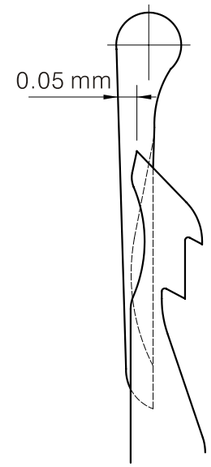

Fig. 27
(1) Cuando la aguja esta en el punto muerto superior, y el bucleador esta en el punto muerto frontal, La posición izquierda/derecha de la cuchilla movible es de cerca de 0.5 mm en frente del lado izquierda del bucleador. (Fig. 27)